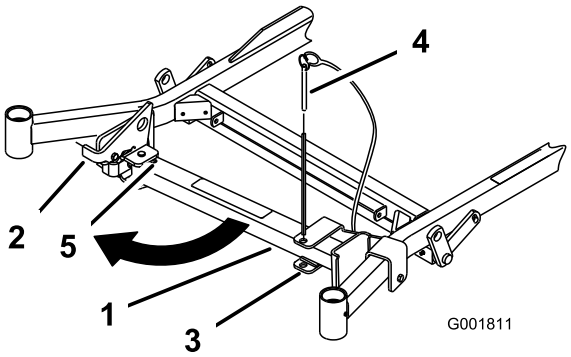
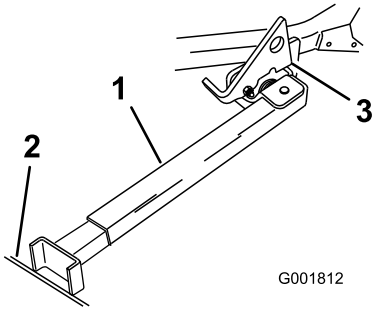

**Figur 31**
**Figur 32**
2. Fjern beslagpinden (Figur 31).
3. Hæv klinken. Sving standens fod ud fortil, og skub standen mod maskinen, ind nederst i rillen (Figur 31 og Figur 32).
6. Placer standen fod på jorden, og lad klinken hvile på drejetappen (Figur 32).
**Bemærk:** Det bedste resultat opnås, hvis standens fod placeres i en revne i fortovet eller i plænen (Figur 32).
8. Kør op på standen. Stands, når klinken falder over tappen i låst position (Figur 32). Aktiver parkeringsbremsen, og sluk motoren, når maskinen er oppe på standen.
7. Sæt den tilbage til hvileposition (Figur 31).